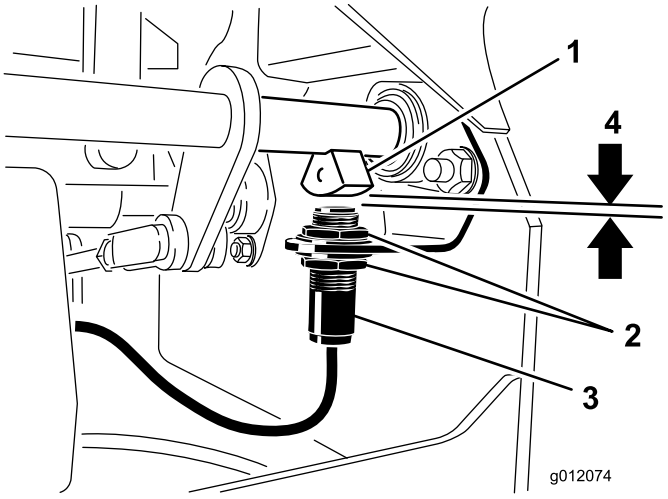

Figur 51
4. För säkerhetsbrytaren upp och ned på fästet tills avståndet mellan bromsaxelsensorn och brytarkolven är 3,9 mm (Figur 51).